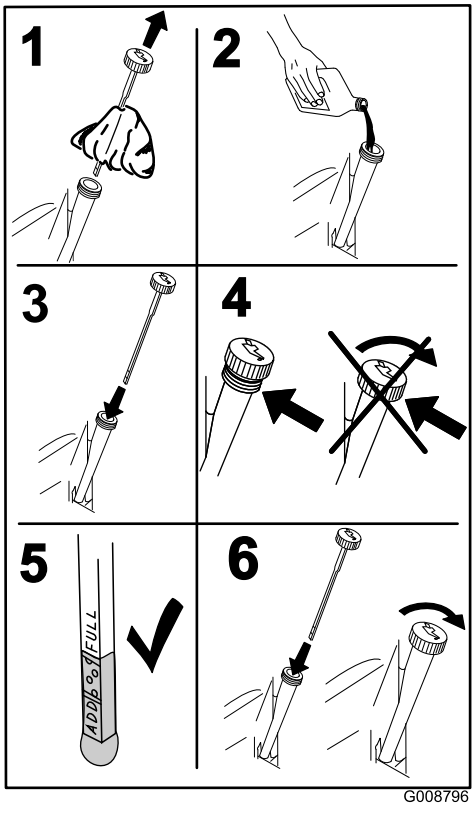

Figur 40
4. Ta ut oljestickan och torka av den med en ren trasa (Figur 40).